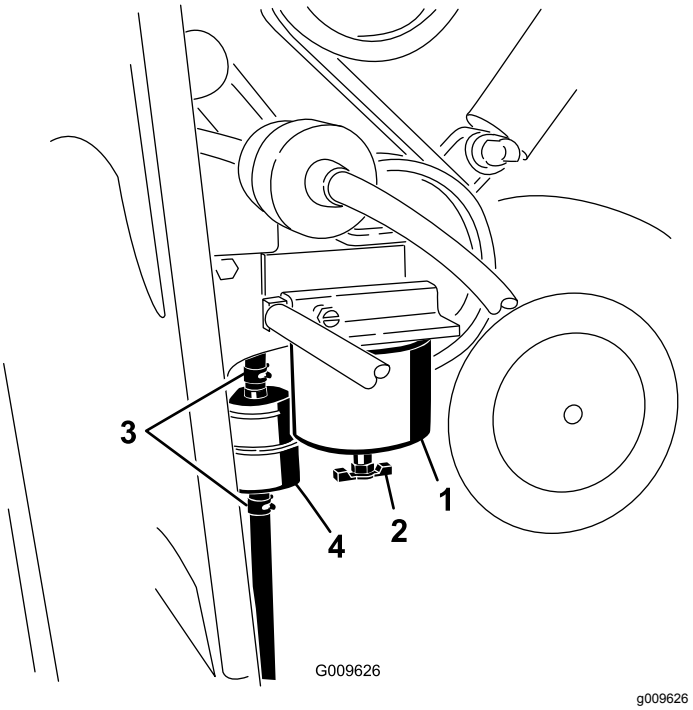

Figur 35
3. Placera en ren behållare under bränslefiltret som sitter på motorns högra sida (Figur 35).
4. Placera en ren behållare under bränslefiltret som sitter på motorns högra sida (Figur 35).
5. Rengör området där filterskålen ska monteras (Figur 35).
6. Avlägsna filterskålen och rengör fästytan (Figur 35).
9. Montera filterskålen för hand tills packningen vidrör fästytan. Vrid sedan ytterligare ett halvt varv (Figur 35).
10. Det inbyggda filtret sitter till vänster om bränslefilterskålen (Figur 35). Kontrollera åt vilket håll flödespilen pekar. Pilen sitter på sidan av det inbyggda filtret.
11. Lossa klämmorna på det inbyggda filtrets ändar och skjut bort slangarna från det (Figur 35). Kasta bort filtret.
12. Skjut slangarna över änden på ett nytt filter (Figur 35). Kontrollera att pilen på filtret pekar mot motorn eller den elektriska bränslepumpen.